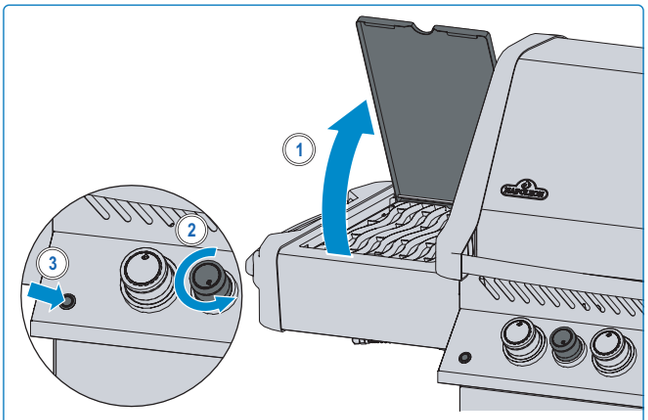

Fig. 7
4. Si el quemador no enciende, regrese la perilla a la posición de apagado, espere 5 minutos y repita el paso 2 y 3. **(Fig. 7).**